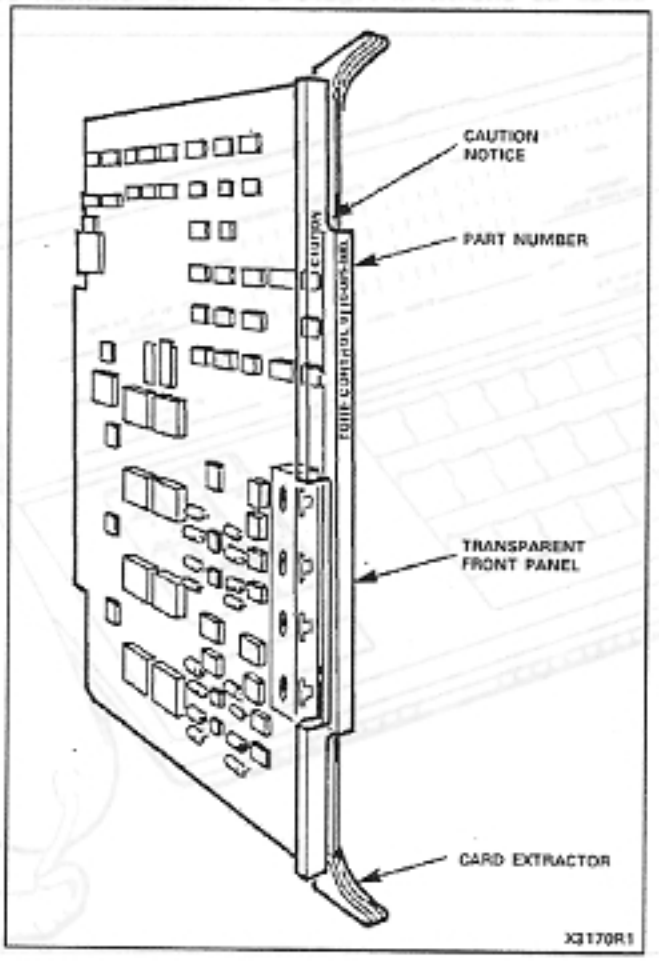

Figure 2-7 Typical Printed Circuit Card
2.11 All circuit cards (see Figure 2-7) within the SX-100 or SX-200 are identical in construction and consist of a fiberglass board with printed wiring patterns on both of its faces. Rivetted to the front of each board is a transparent faceplate which allows the LEDs mounted on the front of the boards to be easily seen. The two color-coded card extractors, located at the top and bottom of the faceplate, identify the card position (see Table 2-1) within a shelf and ensure that the card is seated correctly in the backplane connector. Those cards which should not be removed from the equipment shelves with the power ON carry a CAUTION notice to that effect.